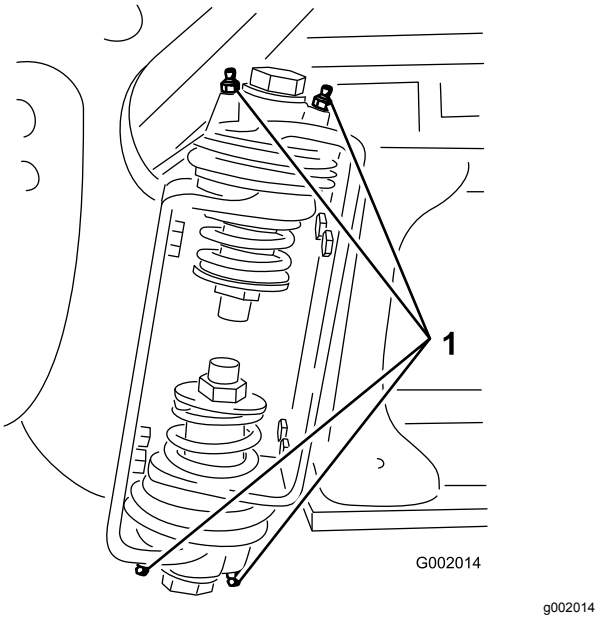

Figur 103
2. Pumpa in fett i lagret eller bussningen vid varje nippel Figur 103.